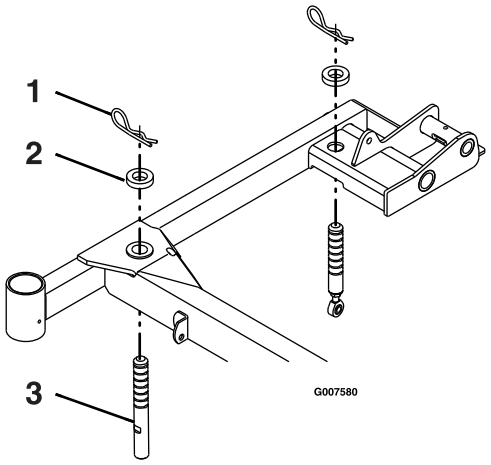

Bild 69
3. Stellen Sie sicher, dass alle Splinte in den 7,62-cm-Höhenlöchern des Mähwerks sind und Distanzstücke unter den Splinten liegen (Bild 69).
4. Kürzen oder verlängern Sie jeden Stützstift des Mähwerks, um eine Messerspitzenhöhe von 7,62 cm vorne am Mähwerk und von 8,26 cm hinten am Mähwerk zu erzielen (Bild 69).